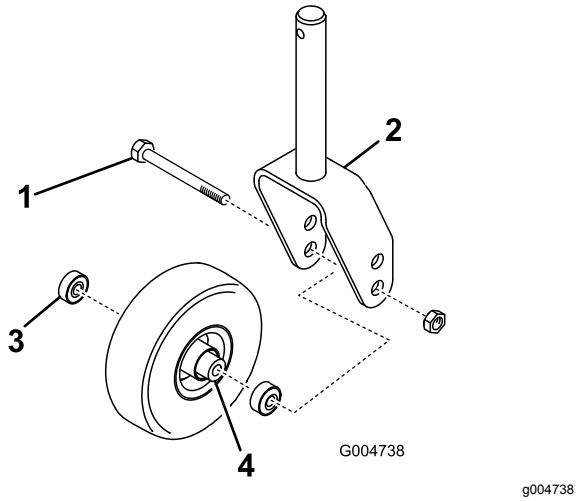
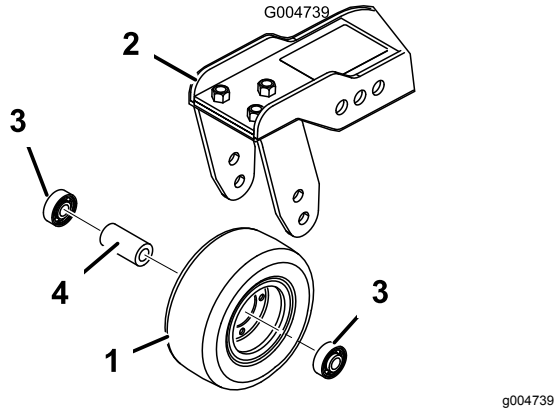

Figur 106
Figur 107
1. Skru låsemøtrikken af bolten, der holder styrehjulsenheden fast i styrehjulsgaflen (Figur 106) eller styrehjulsdrejearmen (Figur 107). Tag fat i styrehjulet, og tag bolten ud af gaflen eller drejearmen.
2. Fjern lejet fra hjulnavet, og lad lejeafstandsstykket falde ud (Figur 106 og Figur 107). Fjern lejet fra den modsatte side af hjulnavet.